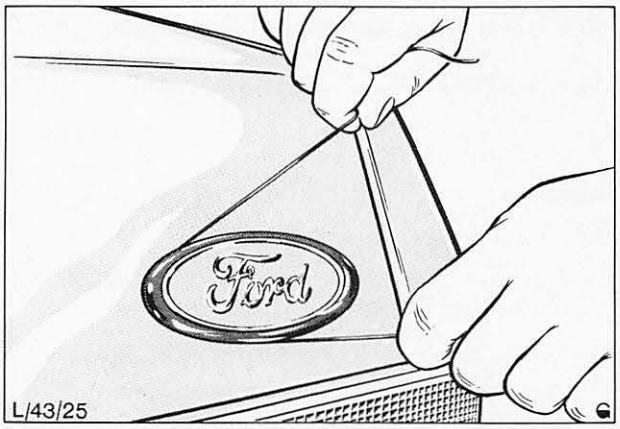

Abb. 44 Klebeemblem mit dünnem Draht abziehen
1. Das selbstklebende Ford-Emblem mit einem dünnen Drahtstück von der Rückwandtür abziehen, Abb. 44.